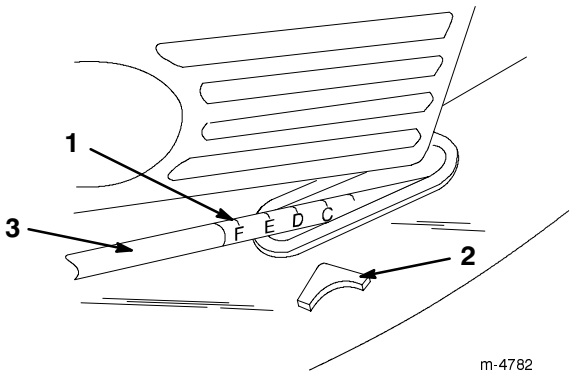

Bild 14
5. Heben Sie den Griff an oder drücken ihn nach unten. Verwenden Sie dabei den Zeiger und die Schnitthöheneinstellung am Verbindungsgestänge, um den Rasenmäher auf die korrekte Schnitthöhe einzustellen (Bild 14).